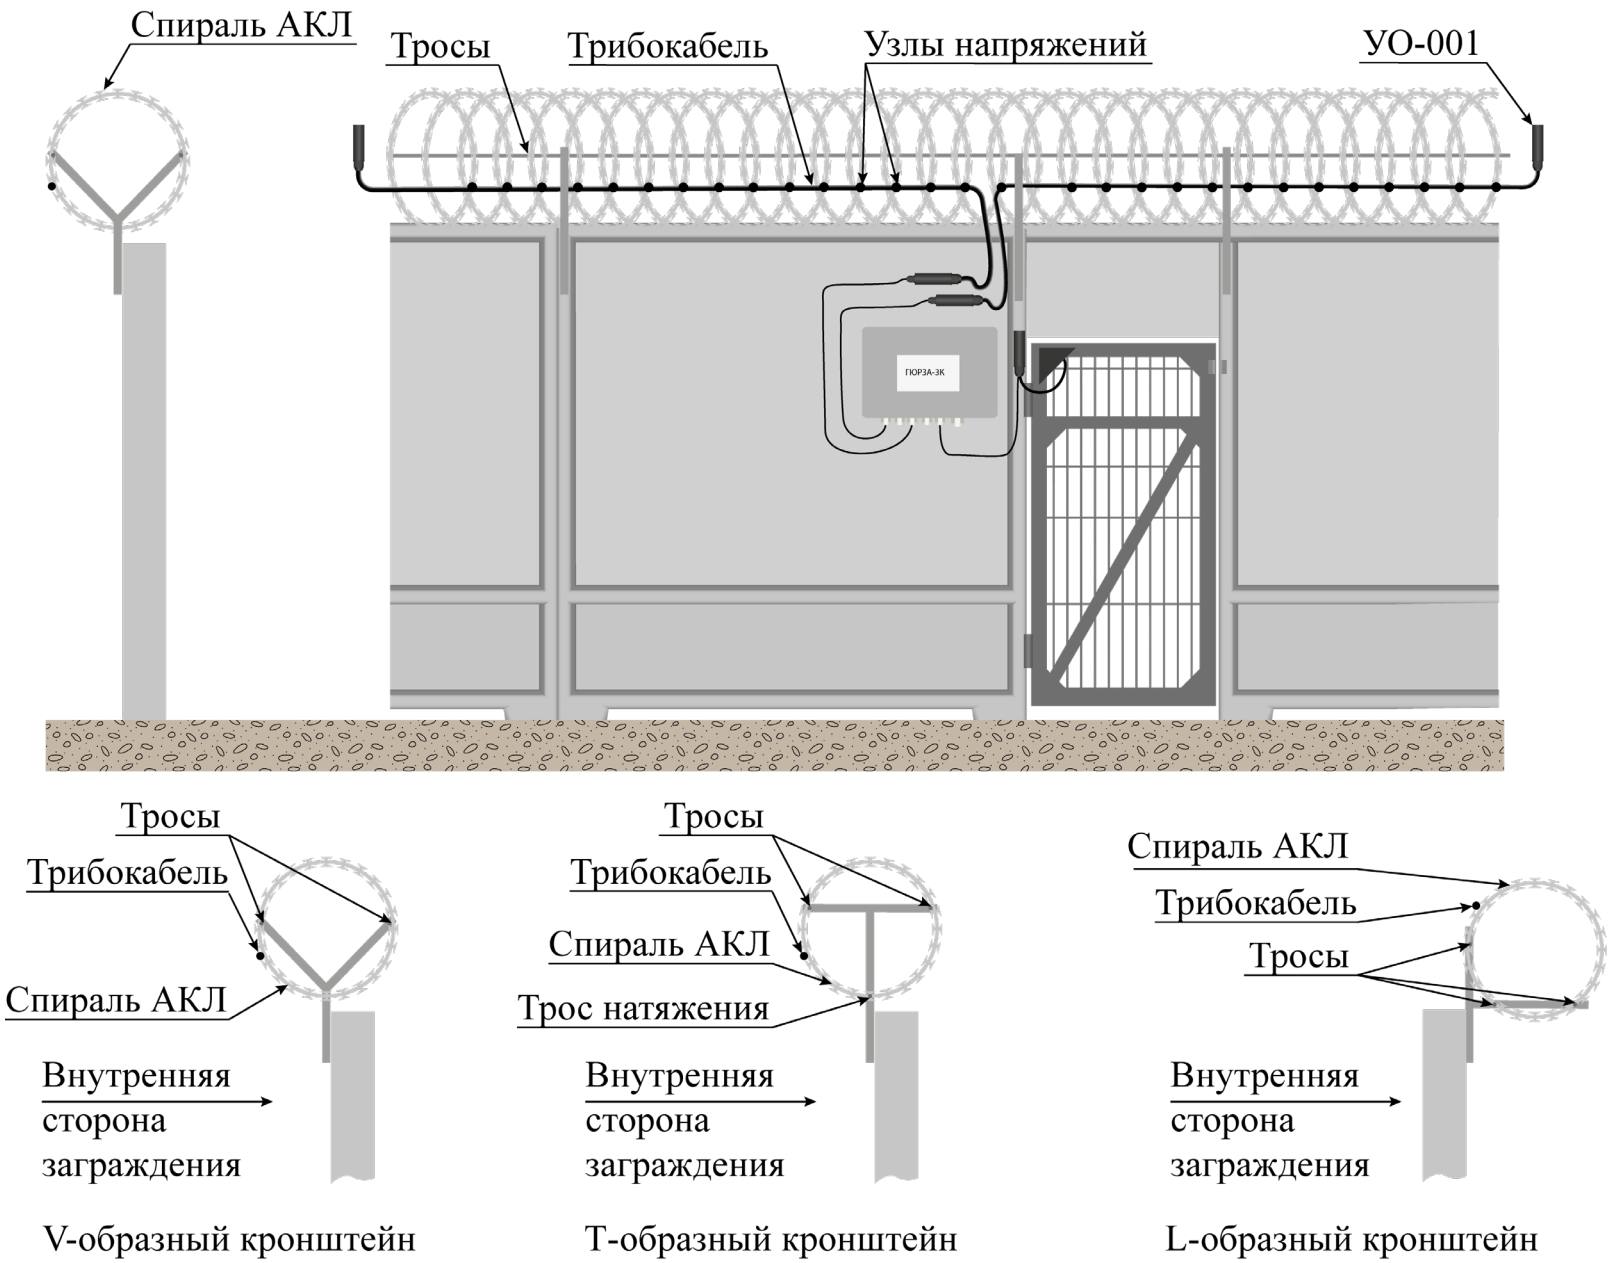

Рисунок 4.2 – Вариант прокладки ЧЭ на козырьке из объемной спирали АКЛ
– оборудование дополнительных гибких заграждений (козырьков) (рисунок 4.2, 4.3);